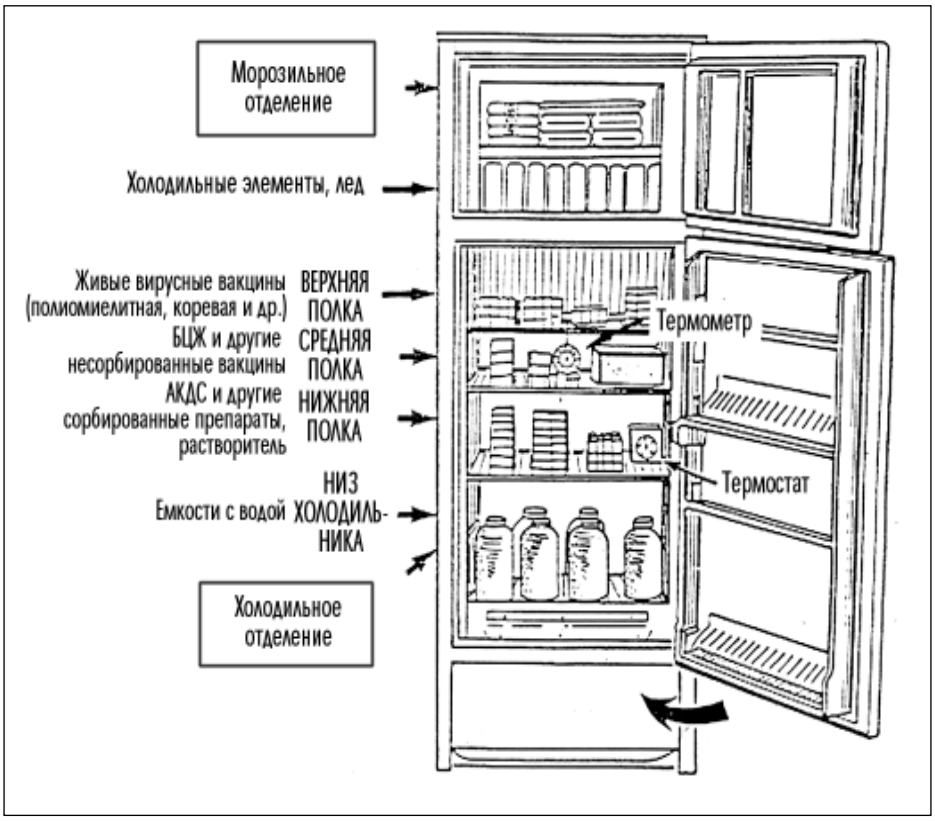

Рис. 14. Загрузка бытового холодильника
- Коревую, паротитную и полиовакцину храните как можно ближе к испарителю, а адсорбированные препараты—как можно дальше от испарителя для снижения риска их замораживания (см. **рисунок 14**).